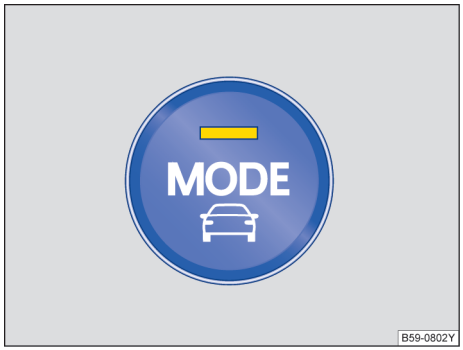

图 127 中控台下部：驾驶模式选择按键
– 按压驾驶模式选择按键 MODE → 图 127。驾驶模式选择菜单显示在信息娱乐系统的显示屏中。已激活的驾驶模式被选中。
– 按压驾驶模式选择按键 MODE → 图 127。驾驶模式选择菜单显示在信息娱乐系统的显示屏中。
– **或**：重新按下驾驶模式选择按键 MODE → 图 127，以便自动选择下一个未激活的驾驶模式。